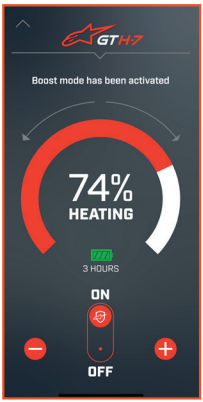

図 4
h. グローブの自動コントロールを有効または無効にするには、スライダーを 「オン」または 「オフ」の方向に動かします（アプリの図 4を参照）。